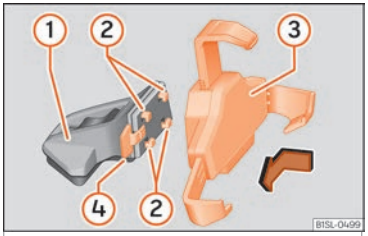
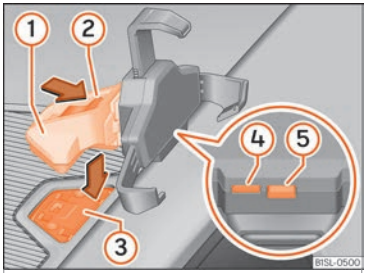

Fig. 133 Assembling the universal support and the holding arm.
Fig. 134 On the centre console: close the compartment where the infotainment system is housed.
- Press the release button ››› Fig. 134 ⑤ until the top arm of the universal holder disengages.
- Place the smartphone on the bottom mountings. To adjust the bottom mountings, press button ››› Fig. 134 ④.
- Grip the universal holder ››› Fig. 133 ③ and press the release button ››› Fig. 133 ④.
- Grip the holder arm and ››› Fig. 134 ① and press the release button ››› Fig. 134 ④ in the direction of the arrow.
- Insert the universal holder ››› Fig. 133 ③ into the slots ② on the holder ①.
- Move the universal holder to the side in the locking direction ④ until it engages audibly ››› ⚠.
- Place the holder arm ››› Fig. 134 ① in the anchoring plate ››› Fig. 134 ③ from above and press down on it until you hear it engage ››› ⚠.